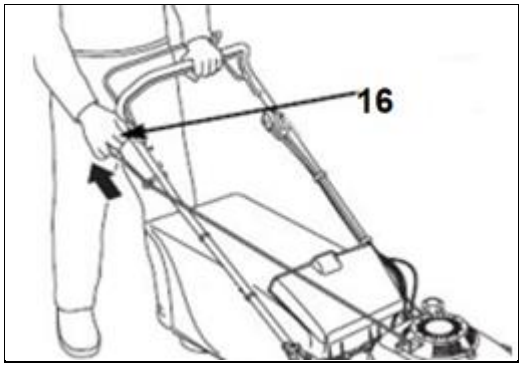

Rys. 12
6. Pociągnij linkę rozrusznika (Rys. 12, poz. 16) aż do wyczucia oporu a następnie szarpnij mocno (wałek z nożami zacznie się obracać!). Jeśli uruchamiasz zimny silnik należy powtórzyć operację 2-3 razy, gdy silnik nie uruchomi się za pierwszym razem.